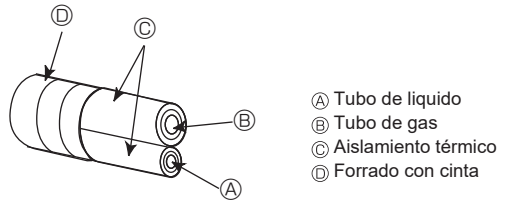

Fig. 4-5
4.3. Tubos de conexión (Fig. 4-5) (Fig. 4-6)
[Fig. 4-5]